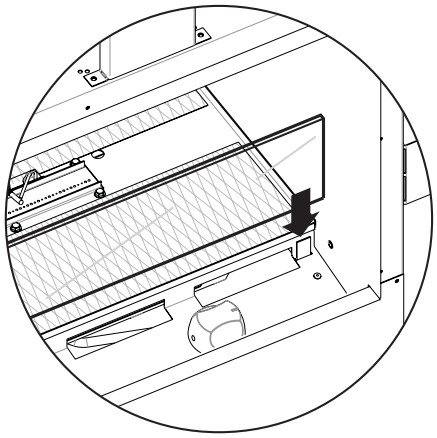

Figure 21
2. Installer le panneau vitré (deux utilisés pour le foyer à deux faces). **Voir figure 21.**